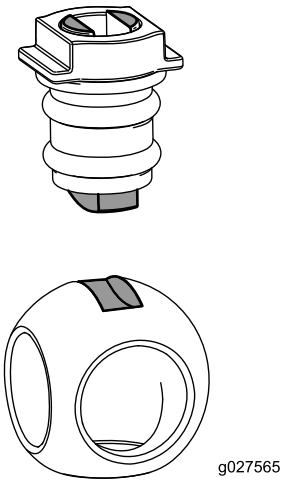

Figur 125
6. Montera kulan i ventilhuset (Figur 125).
Obs: Ventilskaftet ska passa i kulans drivspår. Justera kulans position om ventilskaftet inte passar (Figur 125).